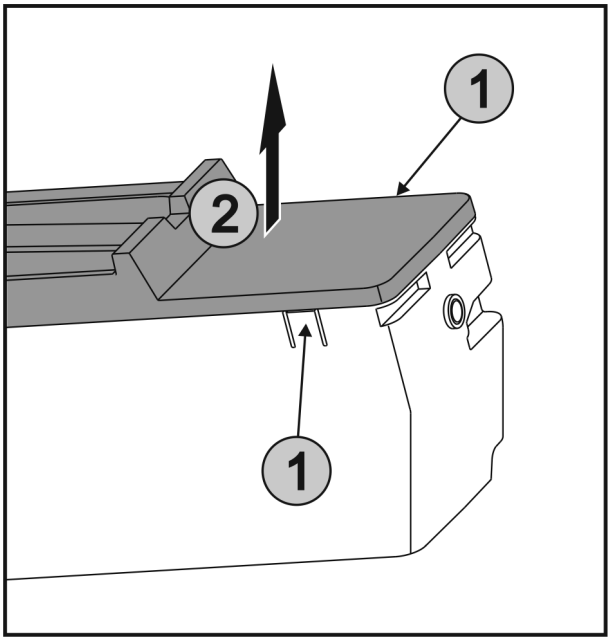

Fig. 51
▶ Одновременно нажать на накладки *Fig. 51 (1)* на обеих сторонах EasyTwist-Ice и снять крышку *Fig. 51 (2)* движением вверх.